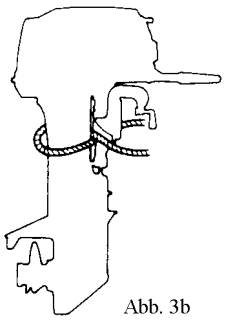

Abb. 3b
• Sichern Sie den Motor mit einem Seil, um zu vermeiden, dass der Motor über Bord geht. (Abb. 3b)